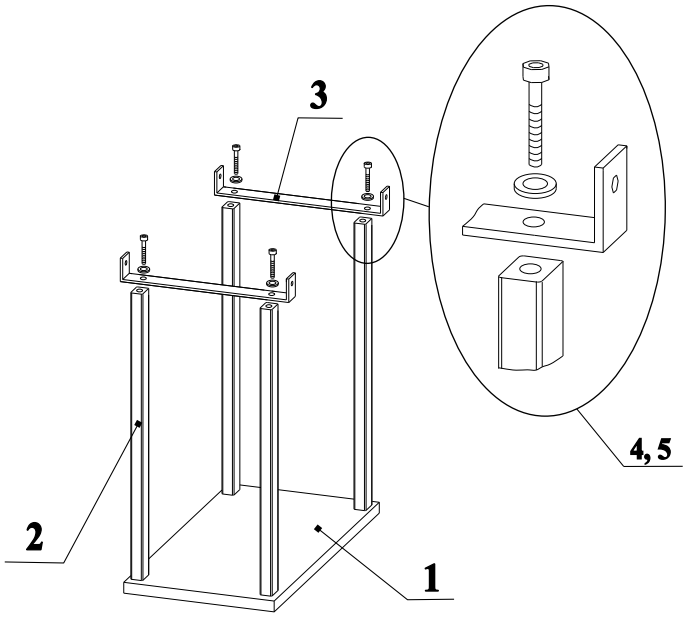

Рис.2
2. Соединить стойки подвеса 2 с кронштейном 3, винтами 4, подложив под шляпку винта 4 шайбу 6 (рис.2);